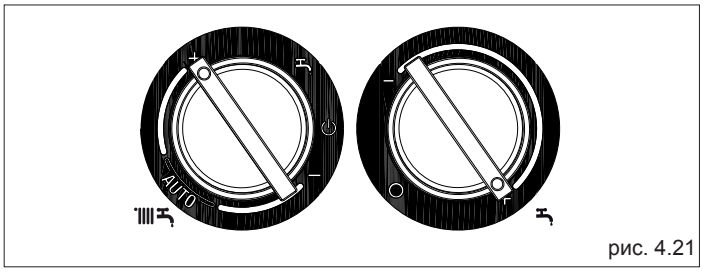

рис. 4.21
- Установите переключатель температуры воды в системе отопления на максимальное значение (рис. 4.21)